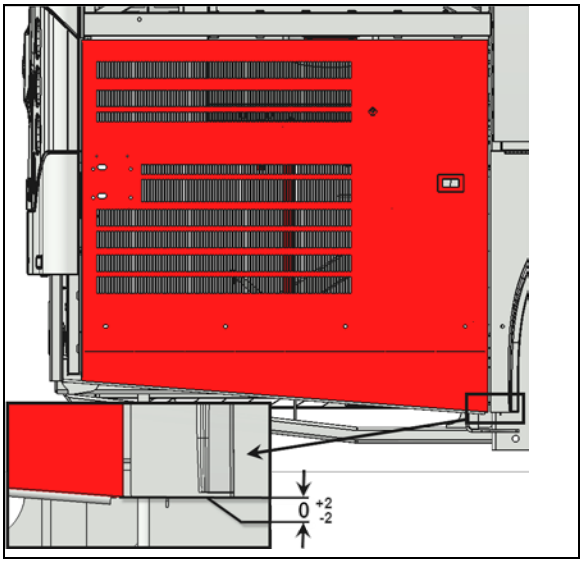

FIGURE 107:
3. Le coin inférieur droit de la porte doit être à la même hauteur que le coin inférieur gauche de l'aile arrière. La porte devrait affleurer l'aile (Figure 107:).